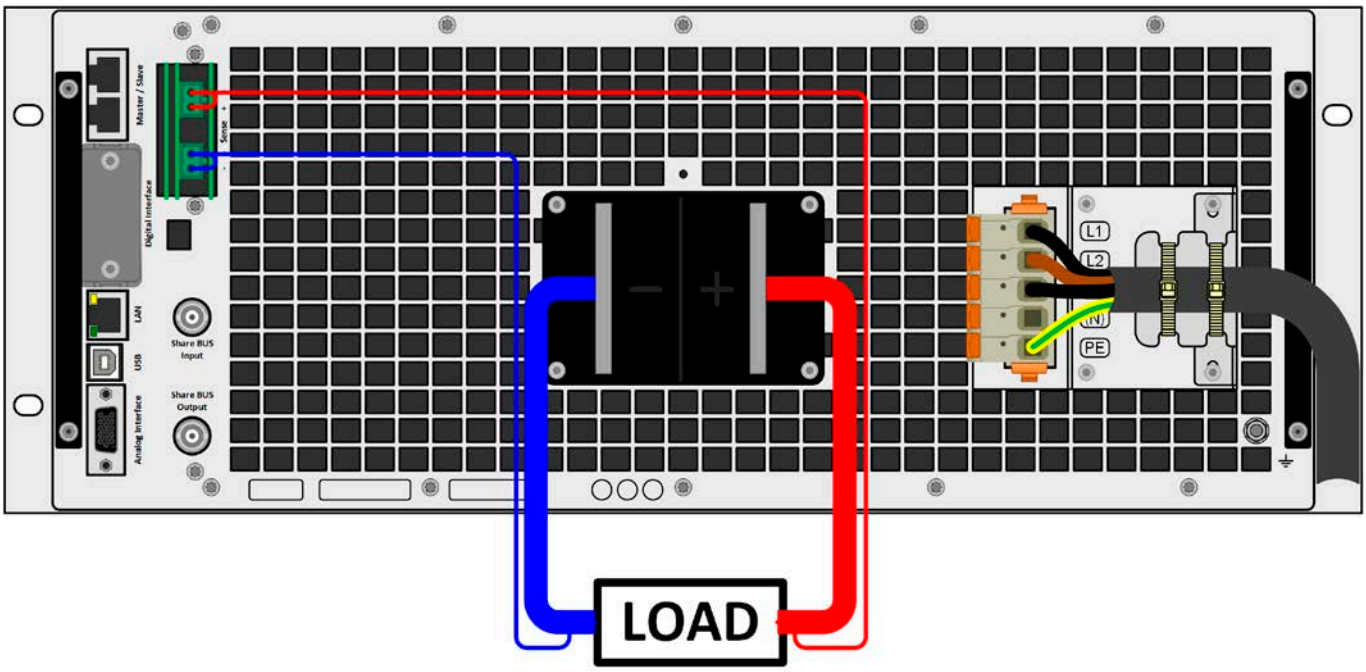

Figure 13 - Example for remote sensing wiring (DC terminal and Sense terminal covers left way for illustrative purposes)
- *Remote sensing is only effective during constant voltage operation (CV) and for other regulation modes the sense input should be disconnected, if possible, because connecting it generally increases the oscillation tendency*
- *The Sense+ cable must be connected to DC+ on the load and Sense- to DC- at the load, otherwise the sense input of the power supply can be damaged. For an example see Figure 13 below.*